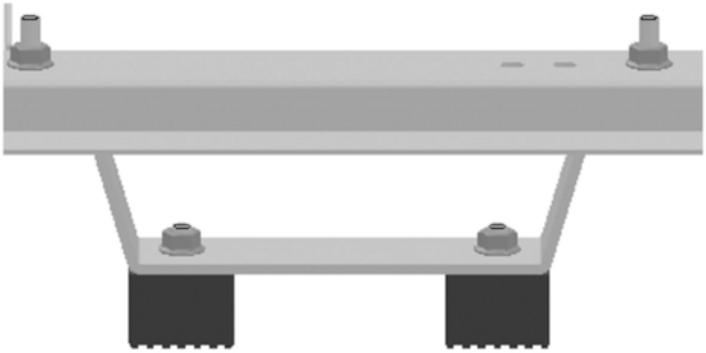

Figure 3
3. Install the mounting feet (Figure 3) onto the front of the frame. Inserting the bolts through the frame and add the mounting feet on both the left and right side.